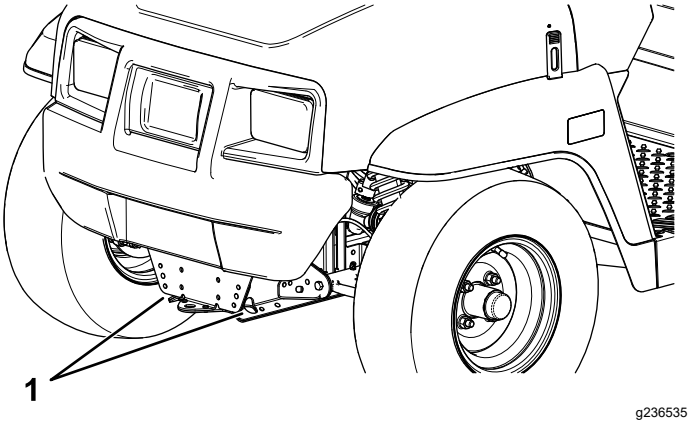
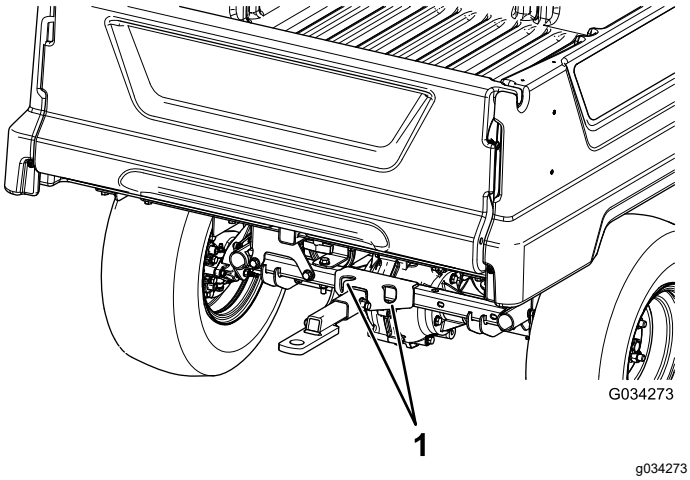

Figur 21
Figur 22
Se Figur 21 och Figur 22 för fästpunkternas placering på maskinen.
2. Fäst en bogserlina i bogseröglan framtill på maskinens ram (Figur 21).